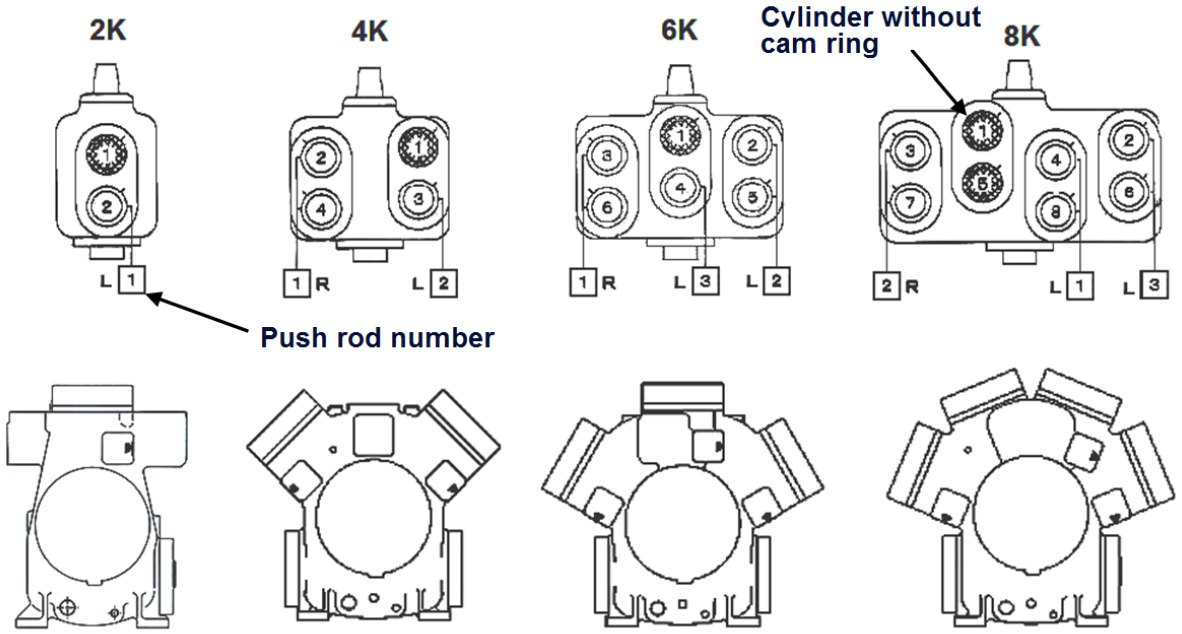
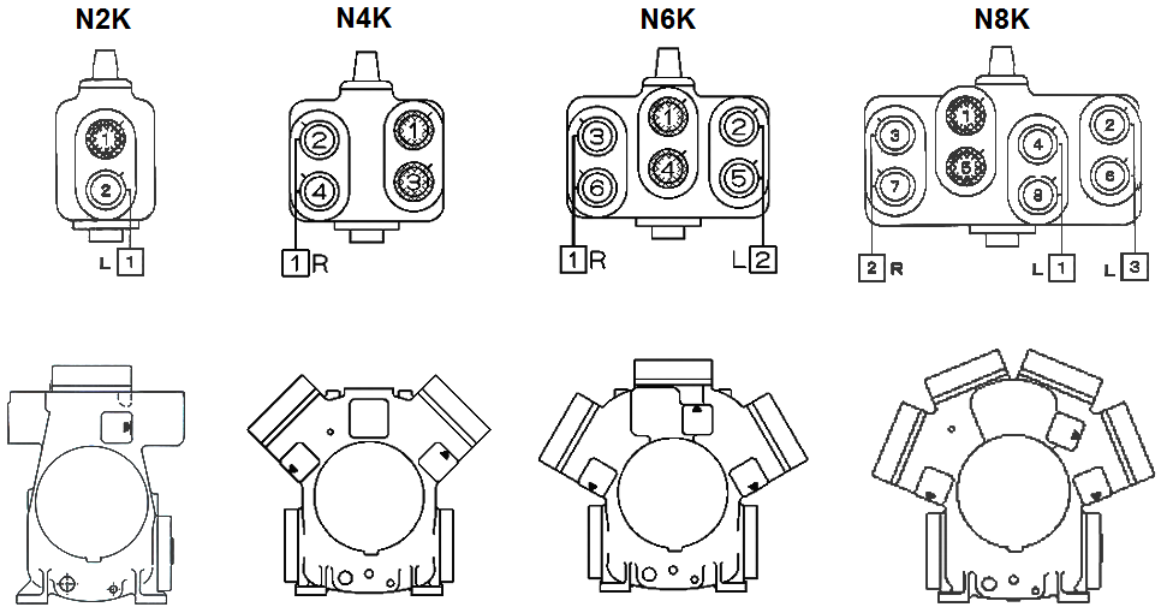

Figure 5-9 Marking (▾) of the unloader cover mounting position (for fluorocarbon refrigerants)
Figure 5-10 Marking (▾) of the unloader cover mounting position (for ammonia refrigerants)
- **In the case of K-series compressors to use ammonia refrigerant, there are some banks that are not implemented with the unloader mechanism. Because the same crankcase is used for the K-series compressors to use fluorocarbon refrigerants, an unloader cover with an oil supply hole (without a solenoid valve) is used even if the bank does not have an unloader mechanism. If the unloader cover of such a bank (without a solenoid valve) is opened, aligning the gasket to open the oil supply path can cause oil loss (i.e., increases oil consumption). As such, be sure to shift the position of the cover and gasket on the crankcase to block the oil supply path. Check the correct position by referring to the unloader cover (gasket) position markings shown in Figure 5-9 and Figure 5-10 in the next page.**